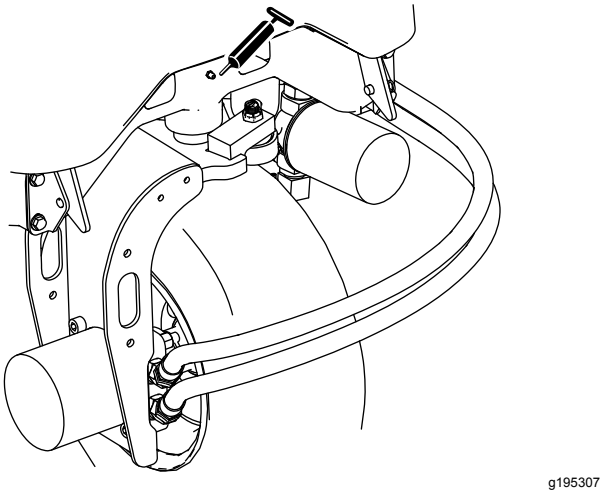

Figura 35
- Perno dello sterzo (Figura 35)